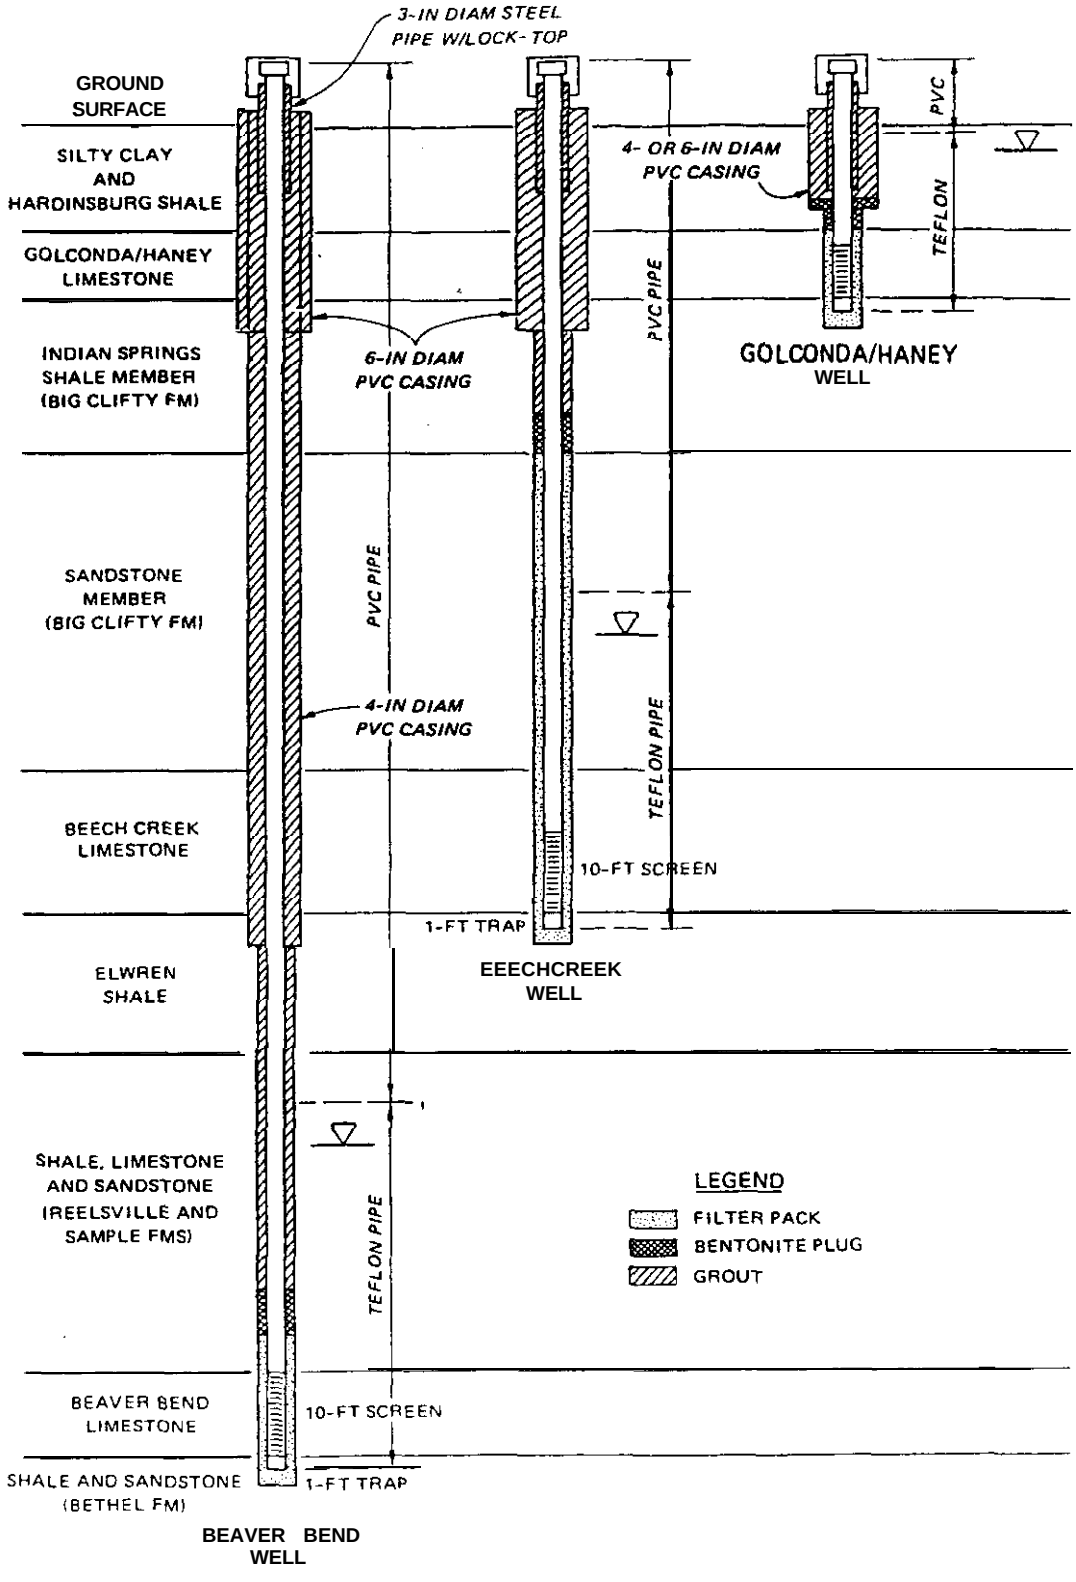

Figure 9. Well installation diagrams
25. A system of 2-in.-diam Teflon and PVC pipe was used to install the monitoring wells. The screens are all made from Teflon, having three vertical columns of horizontal slots 0.020 in. wide and spaced approximately a quarter of an inch apart. The riser pipe consists of Teflon extended upward to a point approximately 5 ft above the previously measured water level in each aquifer zone. The upper portion of the riser pipe consists of PVC extending from the Teflon connection to approximately 2.5 ft above the ground surface. The bottoms of the well screens have nonslotted Teflon traps extending 1 ft below the screens. All screens in the middle and lower aquifer zones are 10 ft in length. Screens in the upper aquifer are 5 ft in length. The top of each well has a vented PVC cap. The riser pipe is protected at the surface by 3-in.-diam steel pipes with lockable caps and are grouted 3-1/2 ft inside the 4- and 6-in.-diam PVC surface casing. A typical well installation is shown diagramatically in Figure 9. A summary of all well installations is included in Table 1. In the first two or three wells, which were installed prior to the establishment of the above system of well placement, the PVC pipe extended below the aquifer water level.